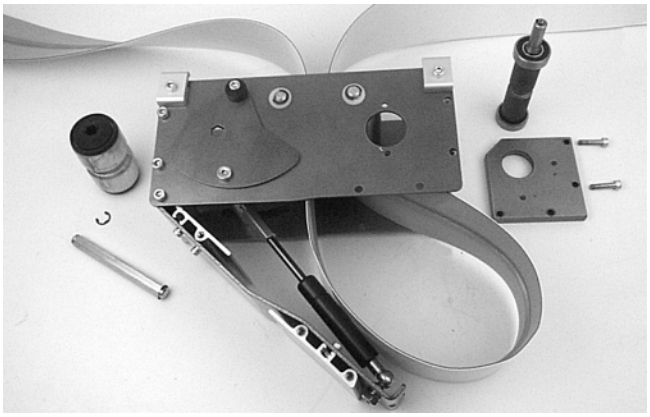

Abbildung 33
2. Bandschlaufe in das Modul legen (Abbildung 33).